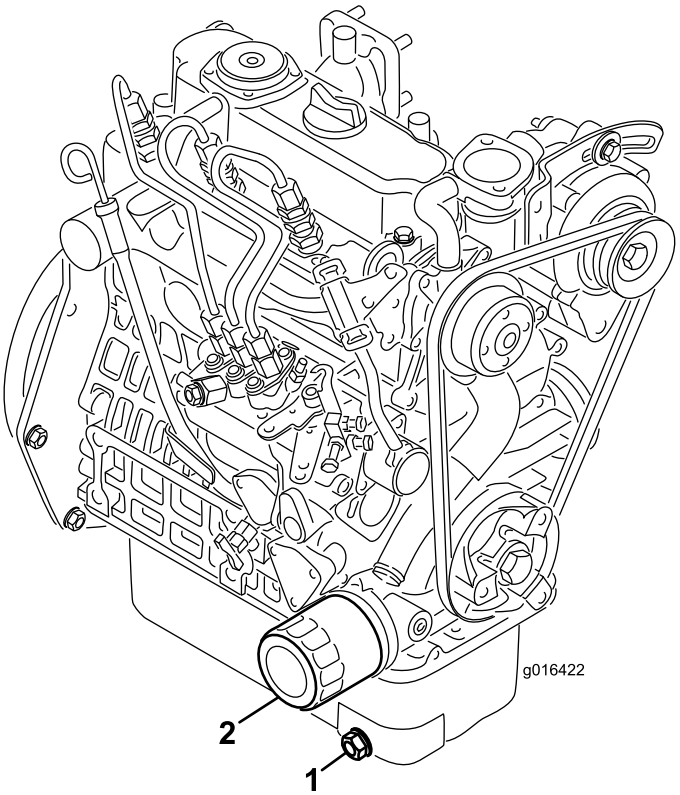

**Figur 38**
1. Ta bort avtappningspluggen (Figur 38) och låt oljan rinna ned i ett avtappningskärl. Sätt tillbaka avtappningspluggen när oljan har slutat rinna.